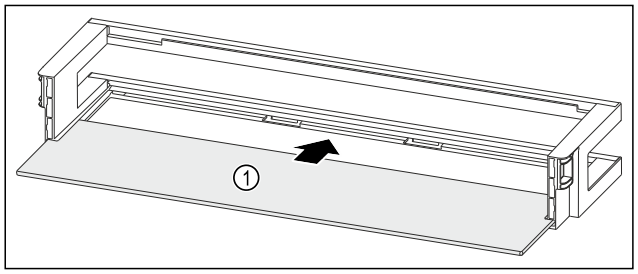

Fig. 175 Balconnet de contre-porte avec tablette de rangement
▶ Insérer la tablette de rangement *Fig. 175 (1)* dans les évidements latéraux.